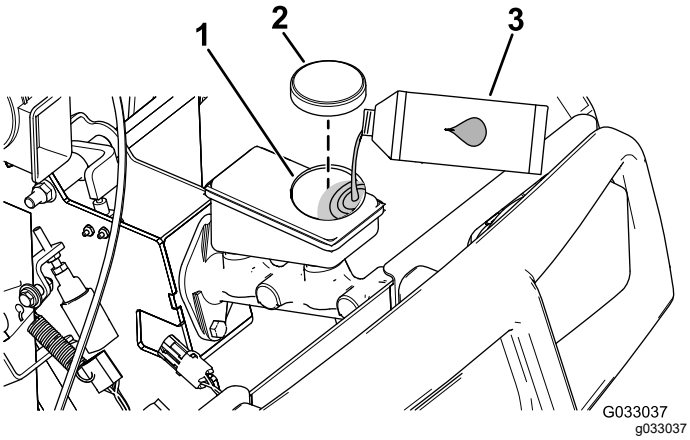

Figur 68
4. Løft motorhjelmen for at få adgang til hovedbremsecylinderen og beholderen (Figur 68).
A. Rengør området omkring beholderdækslet, og tag dækslet af (Figur 68).
C. Sæt beholderens dæksel på (Figur 68).